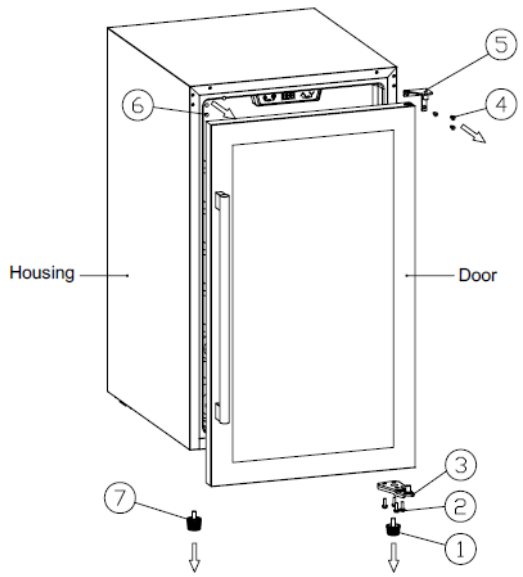

Figura 1
1. (Figura 1) Cierre la puerta.
2. (Figura 1) Retire la pata corta del mueble (1) de la esquina inferior derecha, desatornille los tornillos (2) y quite la bisagra inferior derecha de la puerta (3); baje un poco la puerta, retírela y déjela a un lado.
3. (Figura 1) Desatornille los tornillos (4) y quite la bisagra superior derecha de la puerta (5); retire la tapa del orificio de la bisagra (6) de la esquina superior izquierda y la pata del mueble (7) de la esquina inferior izquierda.